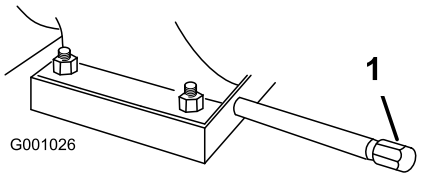

Rysunek 49
1. Wyczyść obszar wokół korka spustowego oleju (Rysunek 49).